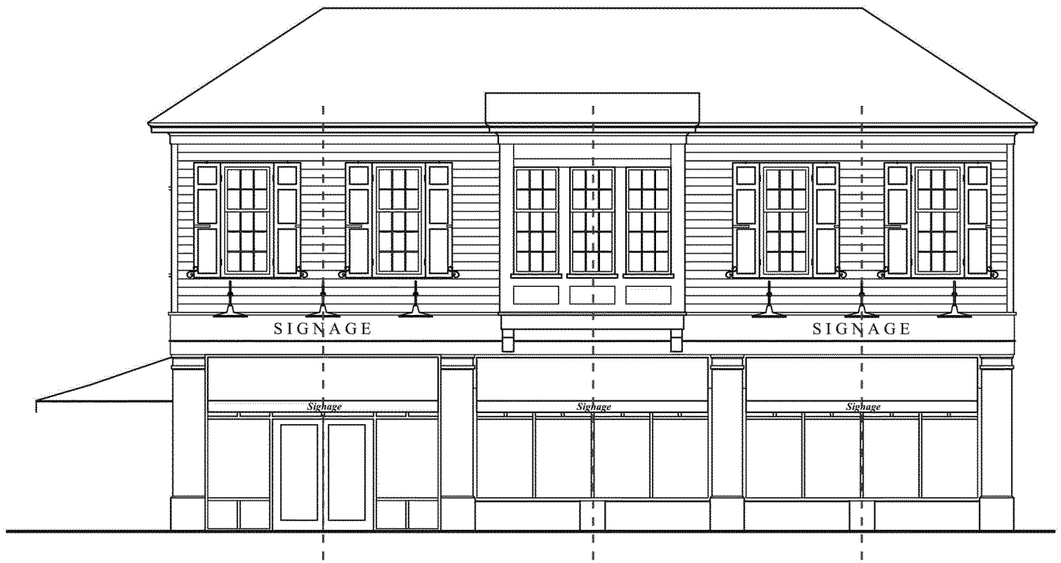

*Figure 8*
4. Bay windows on facades facing a street shall extend to the ground or be structurally or visually supported by brackets. See Figure 8.
7. Shutters shall be shaped, sized and proportioned to the windows they serve. See Figures 8 and 25.
8. Shutters shall be operable or provided with adequate hardware to make them appear operable and shall be mounted as if hinged to the window frame or brick surround. See Figures 8 and 25.